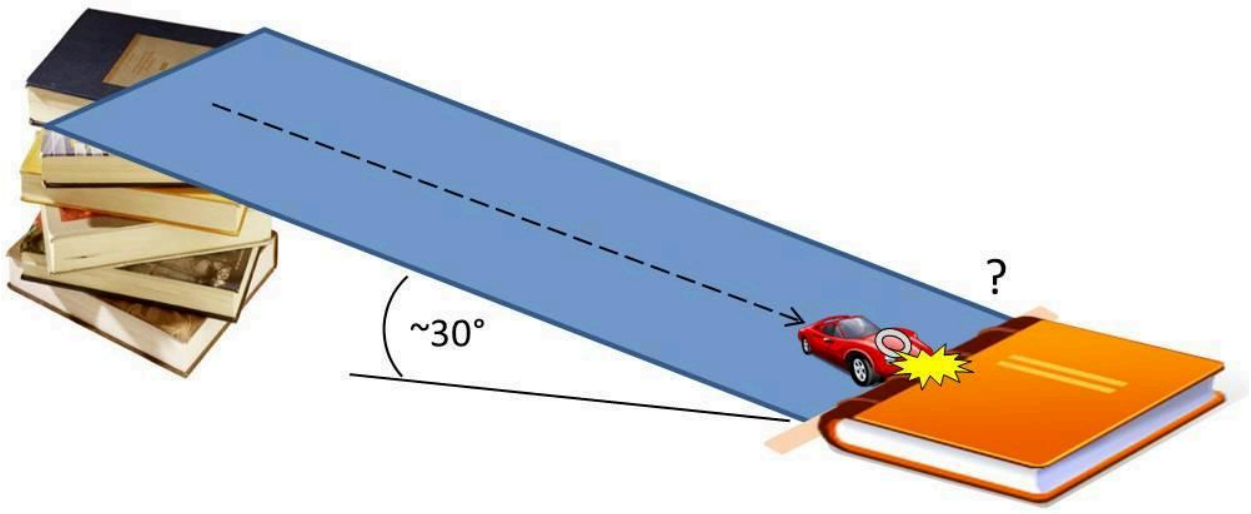

Figure 3
a) Place a textbook at the bottom of the ramp so that it crosses the path of the car. See Figure 3 for reference.